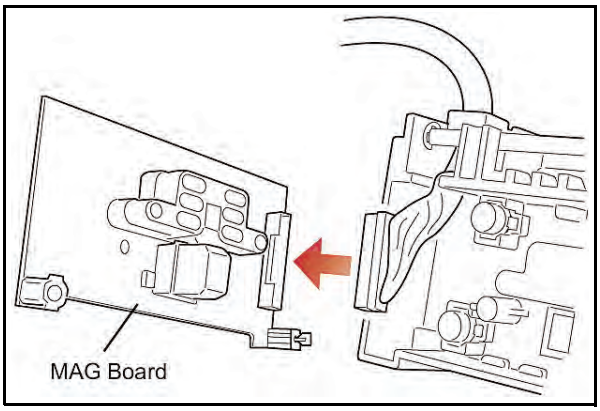

Figure 4-30 Disconnect MAG Board Connector
4. Disconnect the circuit board's underside connector and remove the MAG Board from the assembly (See Figure 4-30).